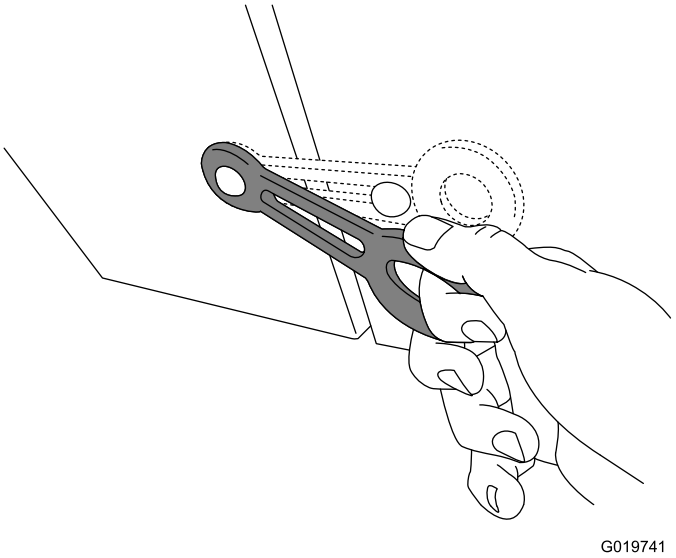

Figure 18
4. Fermez le capot du moteur et verrouillez-le (Figure 18).